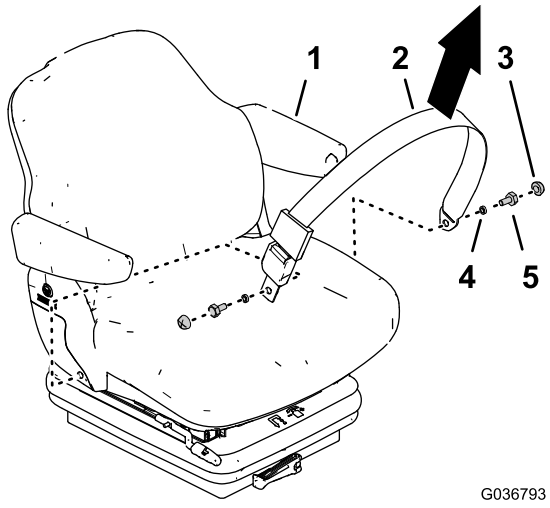

Figura 11
1. Retire las cubiertas y los pernos que sujetan el cinturón de seguridad estático del asiento antiguo (Figura 11).